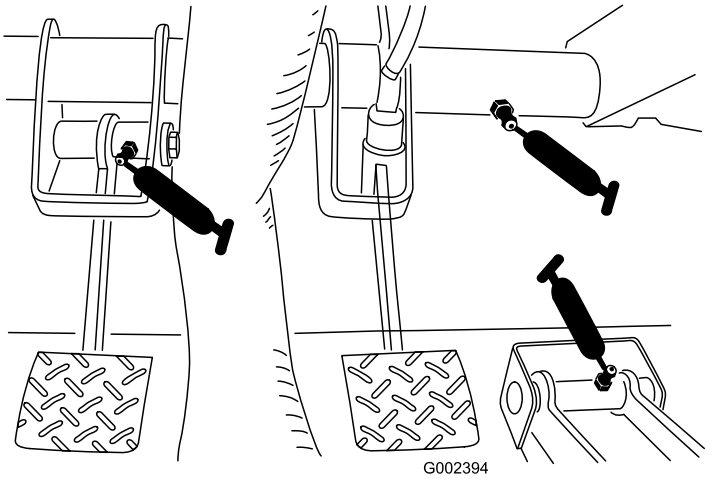

Figura 42
- Embraiagem (1), acelerador (1), travões (1) (Figura 42)